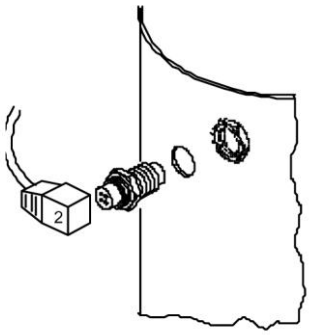

Рисунок 5.1.-5
- Высверлите в контейнере для материала отверстие диаметром 18,5 мм (см. рисунок 5.1.-5).
При эксплуатации транспортировочного агрегата могут использоваться следующие дополнительные принадлежности (1, см. Рисунок 5.1.-1):